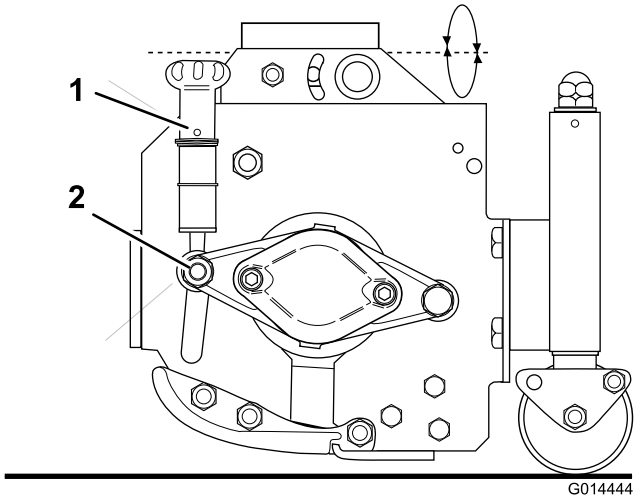

Figuur 71
3. Als afstelling nodig is, gaat u als volgt te werk: draai de moer (Figuur 71) aan beide kanten een kwartslag los.
4. Draai handwiel (Figuur 71) aan om de beurt aan iedere kant, terwijl u de maaicilinder terugdraait tot het mes de cilinder over de volle lengte net raakt.
6. Draai de moer (Figuur 71) aan beide einden weer vast.